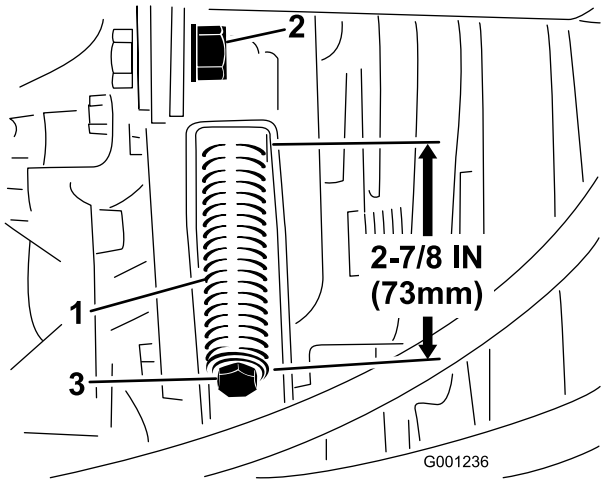

Figur 78
3. Løsne strekkstangens låsemutter (Figur 78).
4. Bruk en halvtommers skrunøkkel for å stramme eller løsne remspenningsfjæren (Figur 78). Juster fjæren slik at den er 273 mm lang.
4. Bruk en halvtommers skrunøkkel for å løsne remspenningsfjæren (Figur 78) helt.
6. Monter den nye kraftuttaksremmen og stram skivefjæren til 73 mm (Figur 78).
7. Stram til låsemutteren (Figur 78) og lukk panseret.